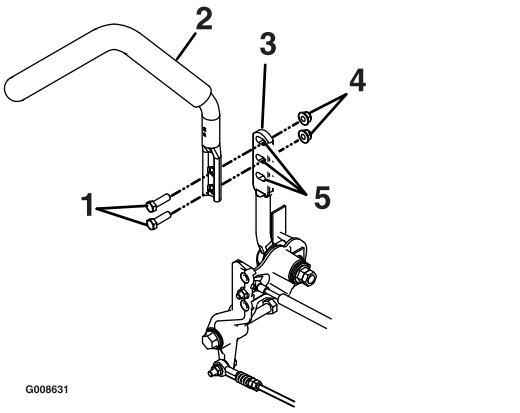

Figure 55
1. Remove the two bolts holding the control lever to the control arm shaft (Figure 55).
2. Loosen the lower bolt just enough to pivot the control lever fore or aft Figure 55. Tighten both bolts to secure the control in the new position.